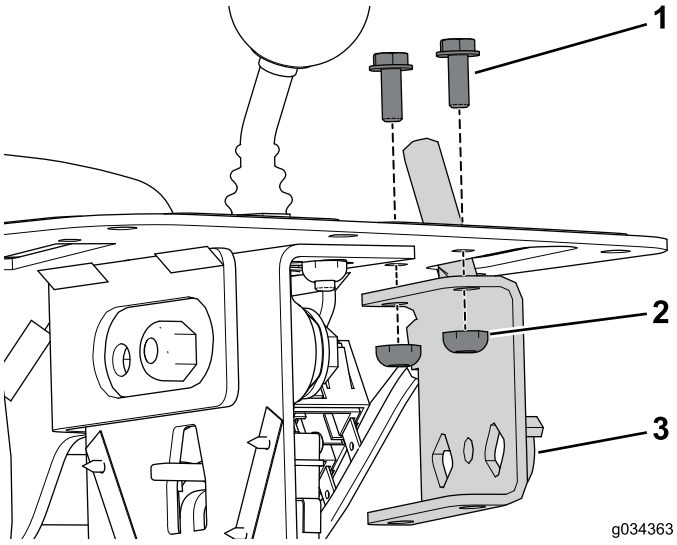

Figur 3
2. Afmonter og kasser de 2 bolte og låsemøtrikker, der fastgør gashåndtaget til konsollen (Figur 3).